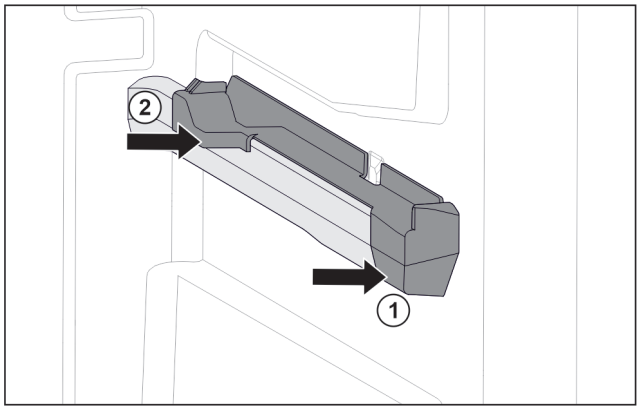

Fig. 196 右侧容器肋梁上的插装件
▶ 将插装件前部放到容器肋梁上。 *Fig. 196 (1)*
▶ 压紧插装件后部。 *Fig. 196 (2)*